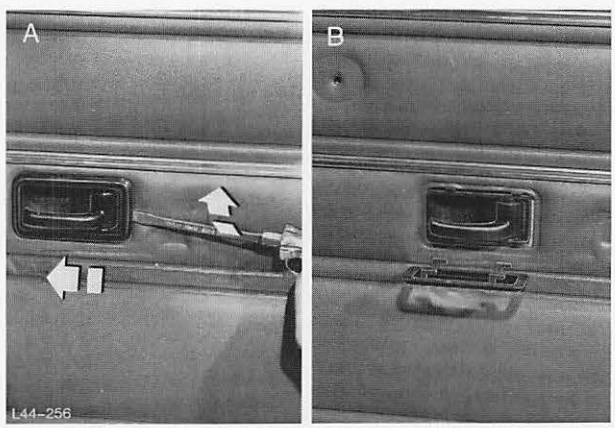

Abb. 127 A = Zierblende hinten anheben und nach vorne drücken
3. Zierblende – Fernbetätigung hinten anheben, nach vorne drücken und entfernen, Abb. 127.